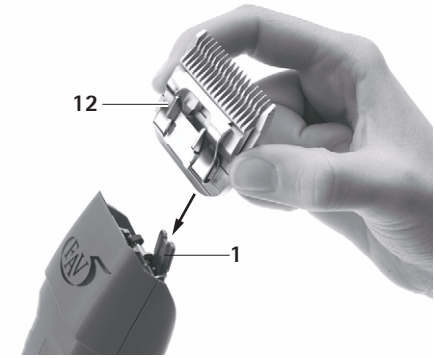

Abb. 2
- Scherkopf **12** auf geöffnetes Messerscharnier **1** stecken, siehe Abb. 2.